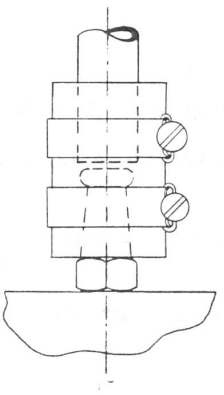

Figure 6-22. Optimum Location of Clamps to Minimize Area of Tygon Exposed to Vacuum
9. Tighten the hose-clamps at the roughing pump. Locate the clamps close to the ends of the metal tubing (Figure 6-22). This minimizes the area of Tygon surface exposed to vacuum.
1. Using the original or replacement Tygon tubing, install the foreline manifold in the cabinet and tighten hose clamps (Figure 6-22).